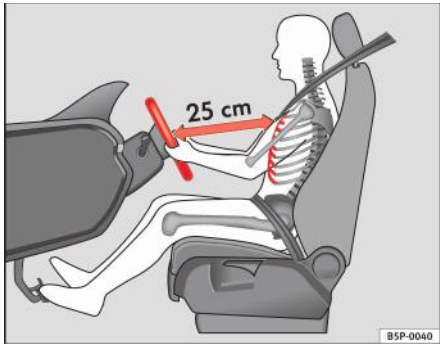

Fig. 133 Poziția de şedere corectă pentru şofer
– Reglați volanul până la obținerea poziției corecte ⇒ fig. 133.
- **Reglați scaunul şoferului sau volanul astfel încât să existe o distanță de minim 25 cm între volan şi pieptul dumneavoastră ⇒ pagina 174, fig. 133. Dacă distanța minimă nu este respectată, airbagul nu va asigura protecția necesară. Pericol de accidentare fatală.**